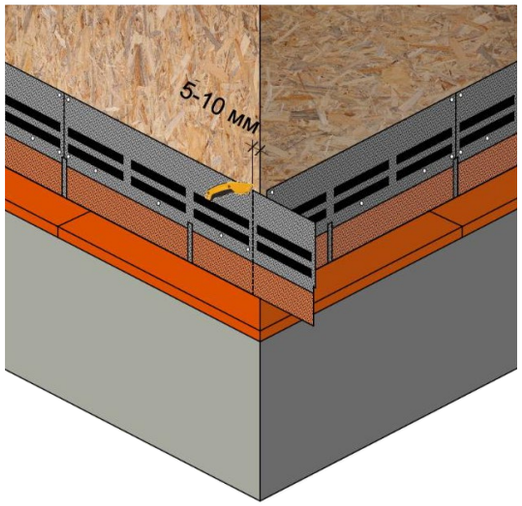

Рис. 14. Подрезка фасадной плитки при подходе к углам.
8.4.2 В случае отделки откосов фасадной плиткой, при подходе к внешним углам оконных проёмов торцы крайней в ряду плитки необходимо обрезать с отступом от края 5-10 мм (как на внешних углах здания, рис. 14).
8.4.6 Если глубина откоса превышает 100 мм, то оконный проём следует обрамлять при помощи внешнего угла (тип 2, таблица №2) (рис. 30). При этом откос обшивается лепестками фасадной плитки. В данном случае при подходе к внешним углам откосов торцы крайней в ряду фасадной плитки необходимо обрезать с отступом от края 5-10 мм (как на внешних углах, рис. 14).